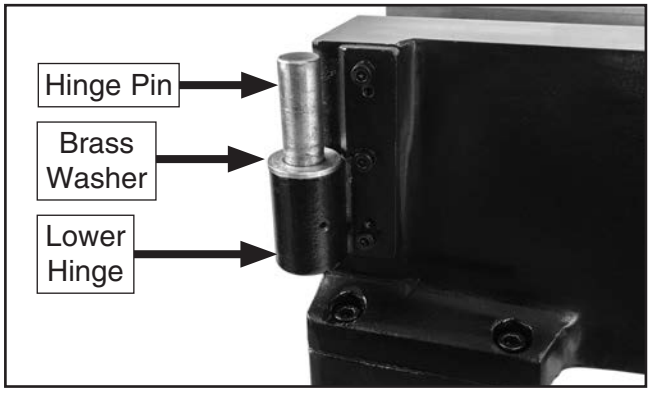
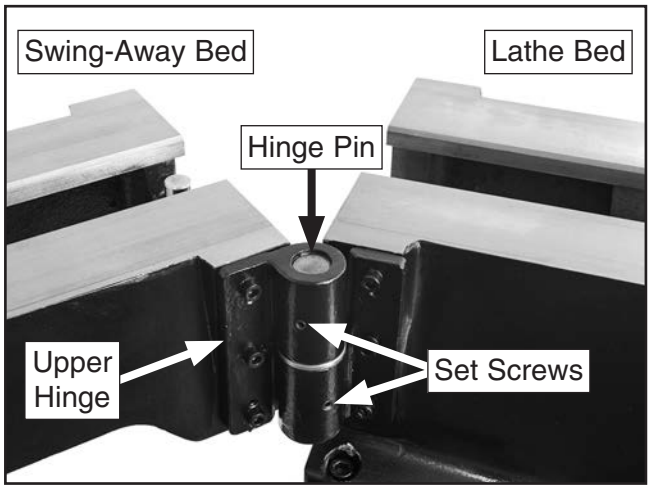

Figure 26. Lower hinge, hinge pin, and brass washer for mounting swing-away bed.
Figure 27. Swing-away bed hinge assembled.
21. Locate pre-installed lower hinge, hinge pin, and brass washer (see **Figure 26**) at end of lathe bed. Mount swing-away bed by lowering upper hinge onto hinge pin (see **Figure 27**). Leave M6-1 x 10 set screws loose for now.